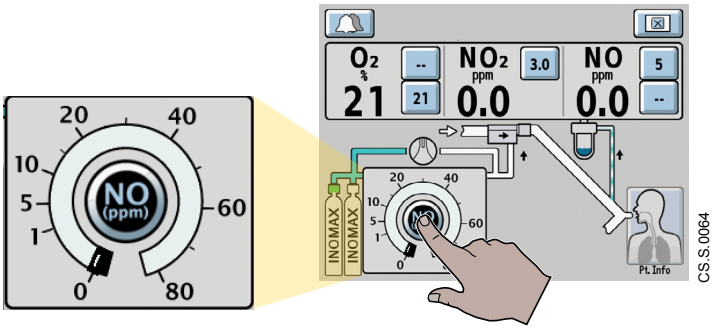

Figure 1-24 Selecting NO Delivery Setpoint
1. Select the **NO Delivery Setpoint button** (Figure 1-24).